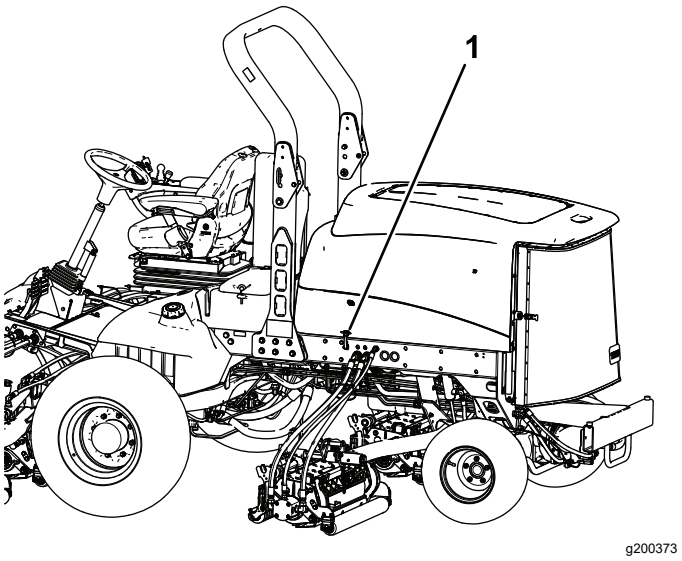

Figuur 4
1. Haak de motorkapvergrendeling los van de beugel van de motorkapvergrendeling (Figuur 4).